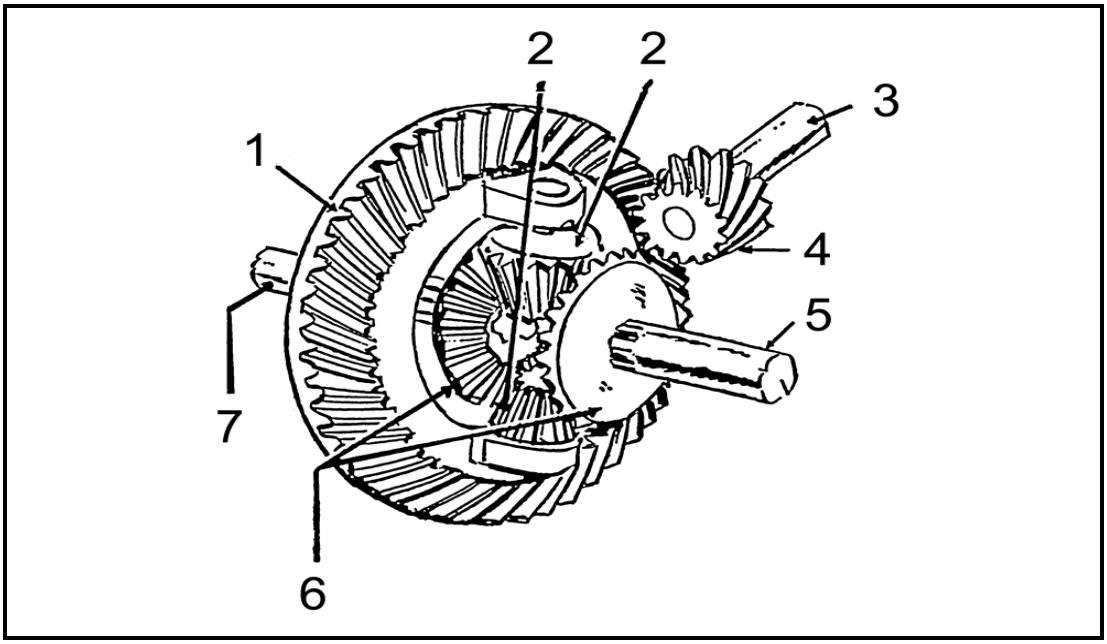

FIGURE 3
4.4 Name the components of the differential indicated in FIGURE 3, by writing only the answer next to the number (1–7) in the ANSWER BOOK.